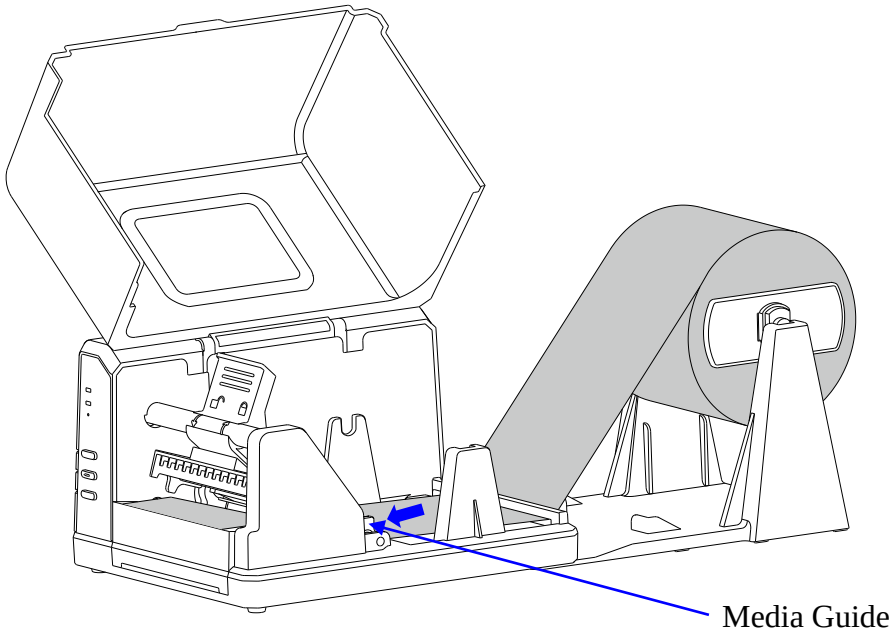

Figure 2-16 Thread the Media
8. Slide the Media Guides to the edge of the media, making sure that the media remains flat and is placed in the middle of the Tear-off Bar. This can be checked with the ruler on the Tear-off Bar. See Figure 2-16.